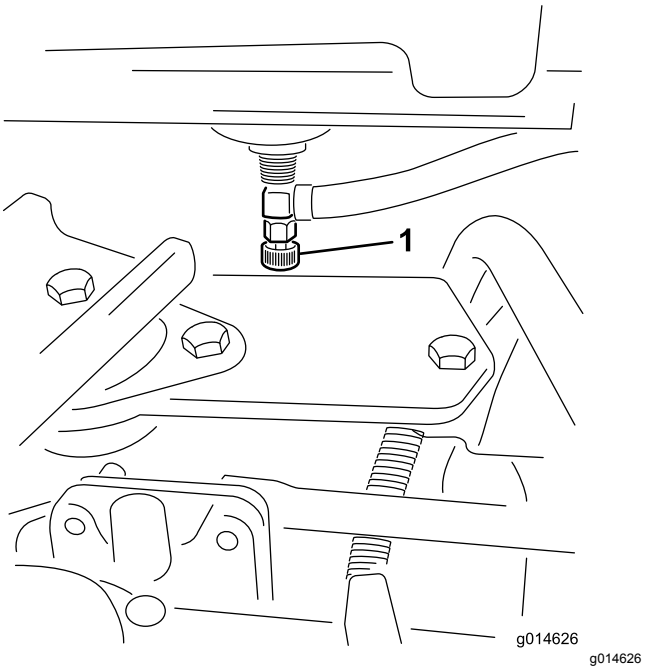

Figur 41
1. Luk brændstofafbryderventilen (Figur 41) under brændstoftanken.